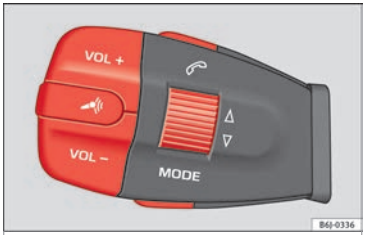

Fig. 80 Multifunction control buttons.
With the system activated, if the button ››› Fig. 80 ("PTT") is pressed the voice control activates, and if there is no telephone connected, Bluetooth visibility is turned on and a search for a telephone begins.
- Turn on the ignition with the key. The vehicle system will be visible to the mobile phone via Bluetooth for 3 minutes. If 3 minutes have passed you can also switch on Bluetooth visibility again for 3 minutes more by pressing the button (“PTT”) ››› **Fig. 80**.
The voice control system is activated with the button ››› **Fig. 80** ("PTT").
You can start the dialogue at any time by briefly pressing the ››› **Fig. 80** ("PTT") button on the multi-function control.
You can terminate the dialogue at any time by briefly pressing the ››› **Fig. 80** ("PTT") button on the multi-function control. If the system is waiting for a command, you can end the dialogue with the **"CANCEL"** command.
By pressing the ››› **Fig. 80** ("PTT") button during the message, only the current message is ended and it is possible to give another command.